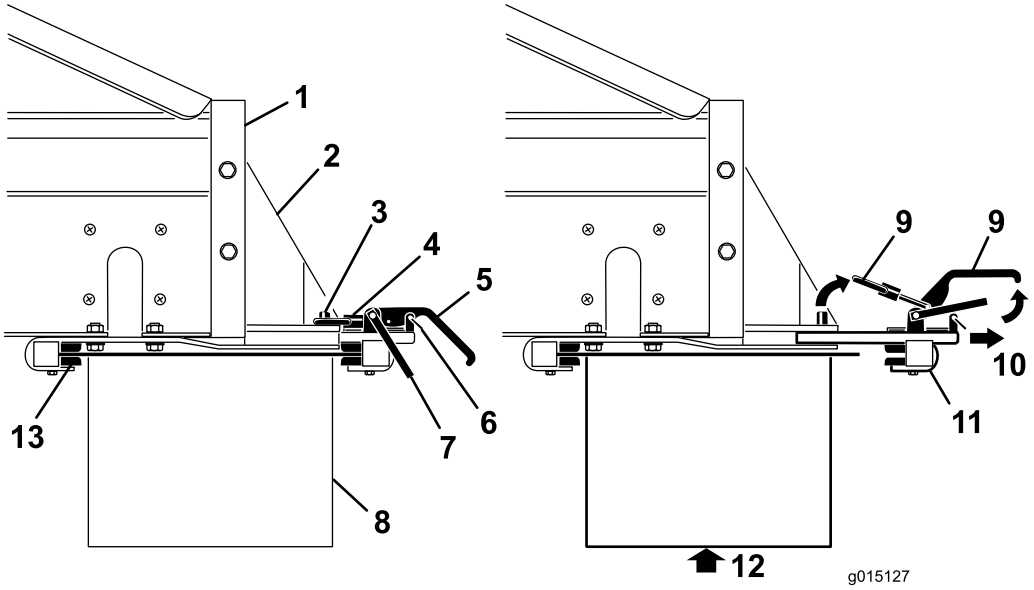

**Figur 37**
3. Fjern sikkerhedslåseclipsene fra klemmehåndtagene (Figur 37).
4. Løft sikkerhedslåsen. Løft derefter klemmehåndtagene til ekstraudstyret, og frigør låseringene fra låsestifterne (Figur 37).
5. Skub klemmehåndtagsenheden til bagsidens ekstraudstyr ud af lynmonteringsåbningerne (Figur 37).
6. Få nogen til at hjælpe med at sætte den forreste kant af tværtransportøren/drejeleddet op under bagenden af MH-400-enheden og ind i de forreste klemmer på beslagene (Figur 37).
7. Understøt tværtransportøren/drejeleddet, og skub klemmeenheden til bagendens ekstraudstyr tilbage i åbningerne i beslagene og over bagkanten (Figur 37).
9. Monter sikkerhedslåseclipsene på klemmehåndtagene igen (Figur 37).